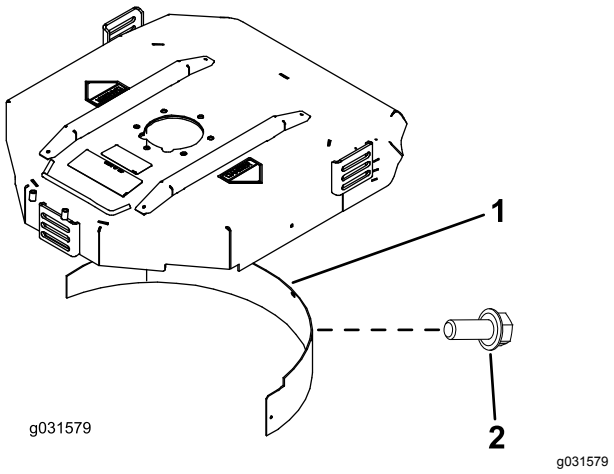

Figur 22
2. Montera samlarskärmen i den bakre öppningen och fäst den med fem huvudskruvar med fläns (Figur 22).